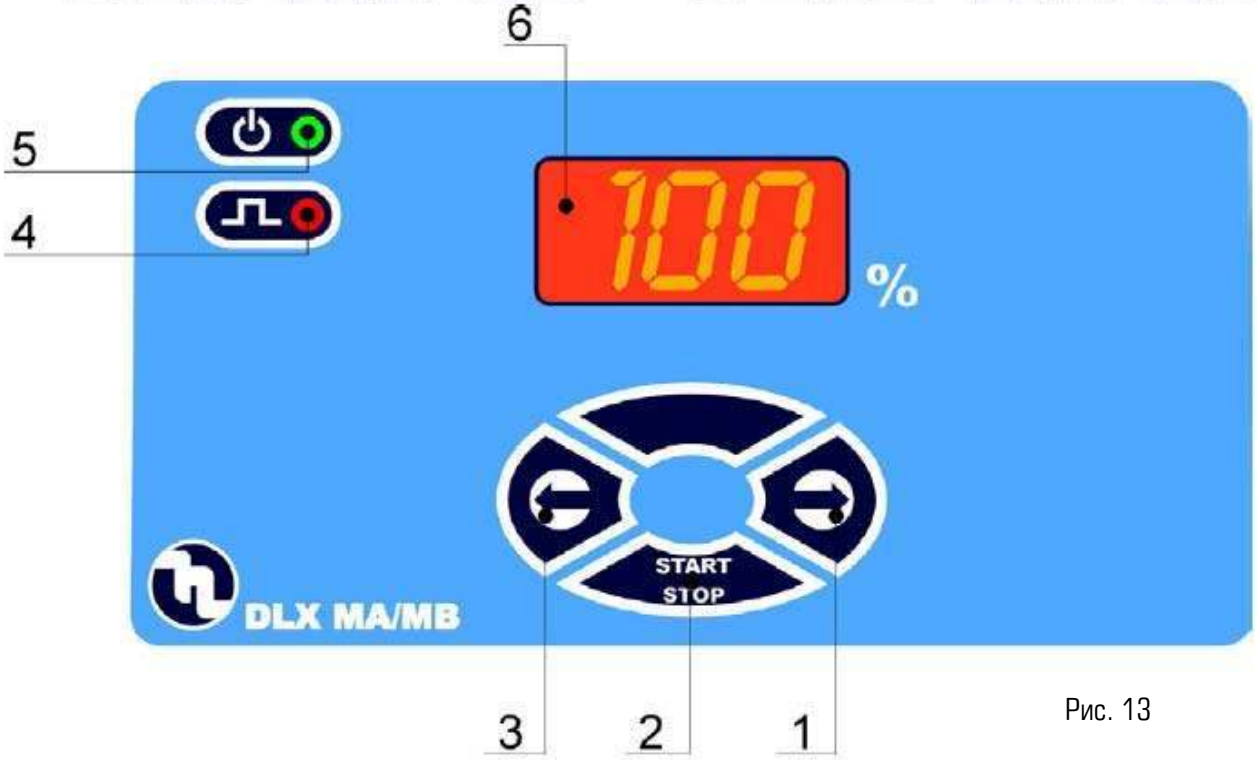

Рис. 13
7.1. ОРГАНЫ УПРАВЛЕНИЯ НАСОСОМ (Рис.13)